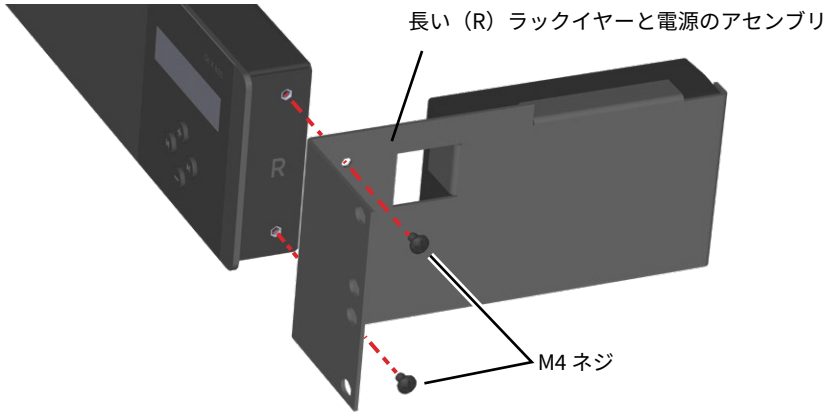

図 6　ラックマウントブラケットをコントローラーから取り外す
1. コントローラーにラックマウントブラケットが取り付けられている場合は取り外し、取り外した M4 ネジをウォールマウントブラケットに取り付けます（図 6）。